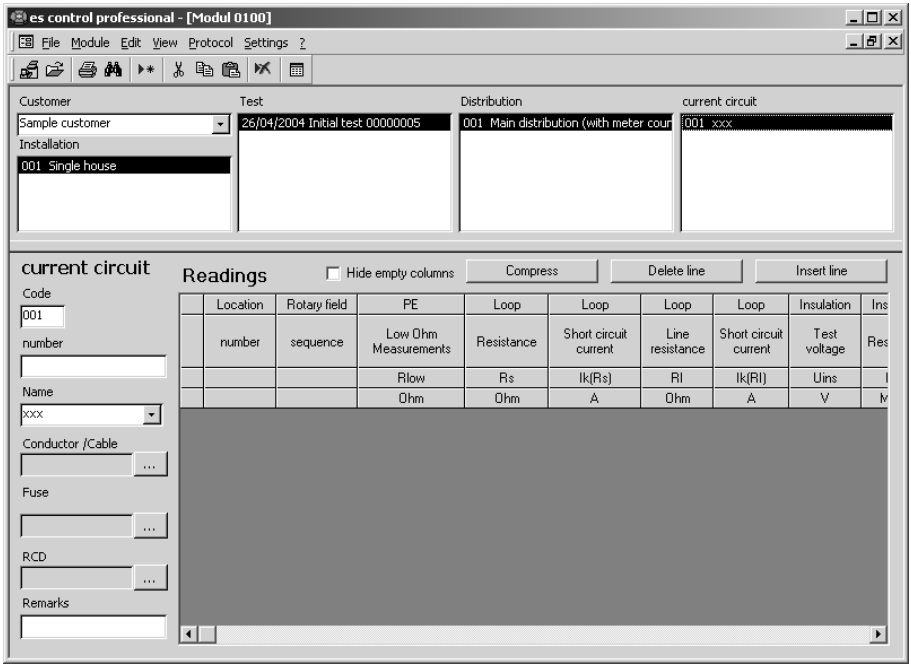

Figure 5.18: Add record for current circuit
- Create a new data record using the “Data record | Add” menu command or use the context menu, which may be accessed by clicking the right mouse key. A new current circuit “001 xxxxx” is created at the “Counter Cabinet with ...” distributor for the new installation within “Installation 1” for “Customer A”. The new distribution data record is displayed as shown in Figure 5.18.